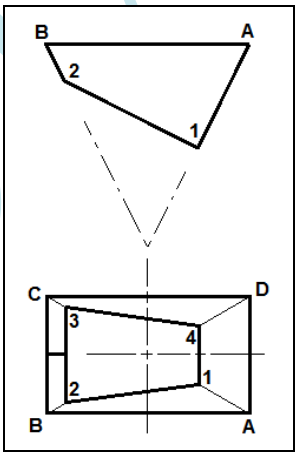

FIGUUR 4
FIGUUR 4 is 'n benoemde onderlosser. Noem of die onderstaande lyne WARE LENGTES is of NIE WARE LENGTES is nie. Skryf in die ANTWOORDBOEK slegs 'ware lengte' of 'nie ware lengte' langs die vraagnommer (4.2.1–4.2.2) neer.
4.4 Noem die VIER onderdele van die buigmasjien in FIGUUR 4 deur die antwoord in die ANTWOORDBOEK langs die vraagnommer (4.4.1–4.4.4) neer te skryf.